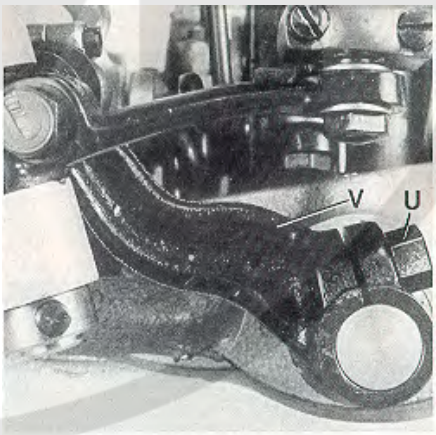

Fig.10
If required loosen clamp screw (U, Fig. 10) in the spreader drive lever (V) and set the lever so that the spreader (F) clears at all points. Retighten clamp screw.
Bei Bedarf lösen Sie die Klemmschraube (U, Fig. 10) im Blindgreifer-Antriebshebel (V) und stellen den Hebel so, daß der Blindgreifer (F) an allen Stellen freigeht. Ziehen Sie die Klemmschrauben wieder an.